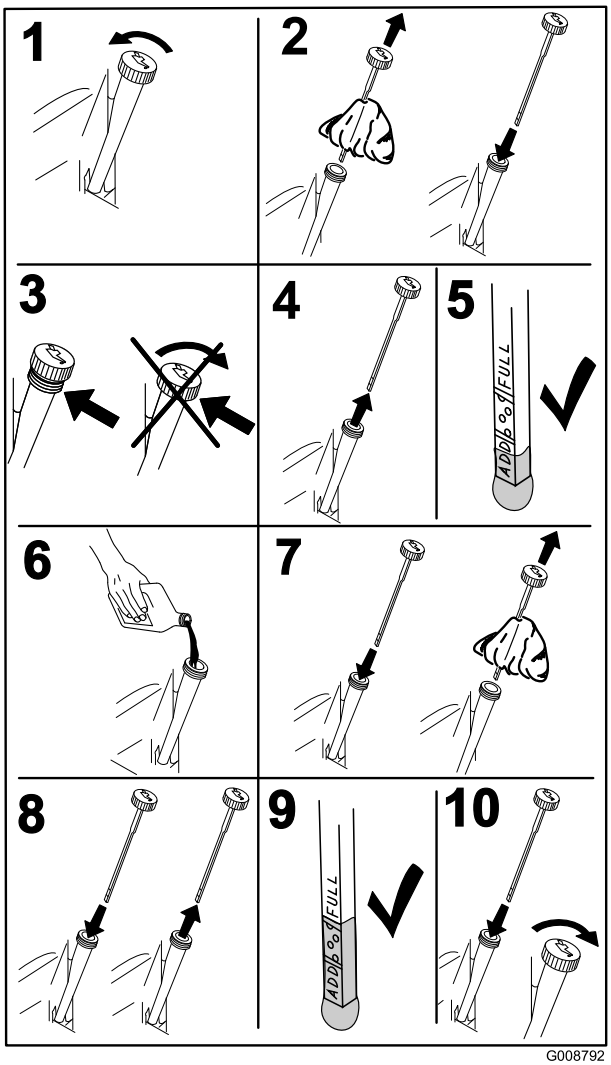

Figur 36
4. Stop motoren, fjern nøglen, og vent, til alle bevægelige dele er standset, før du forlader betjeningspositionen (Figur 36).